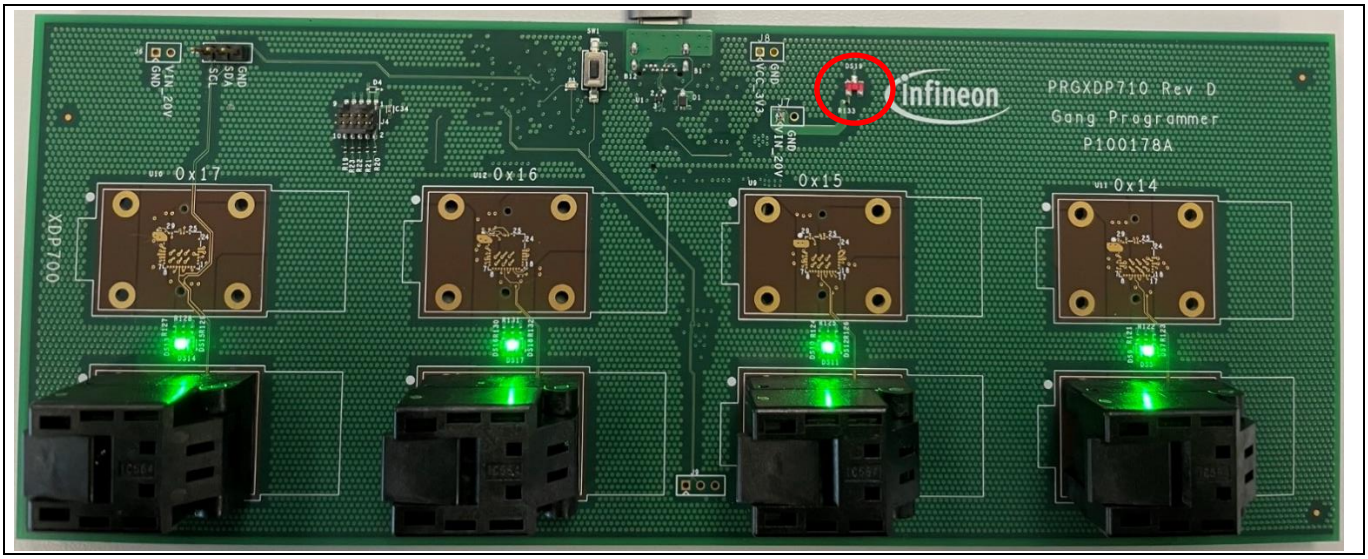

Figure 31 Successful programming of all four devices indicated by green LED
- The red LED is off, indicating that it is safe to replace the devices as shown in Figure 31